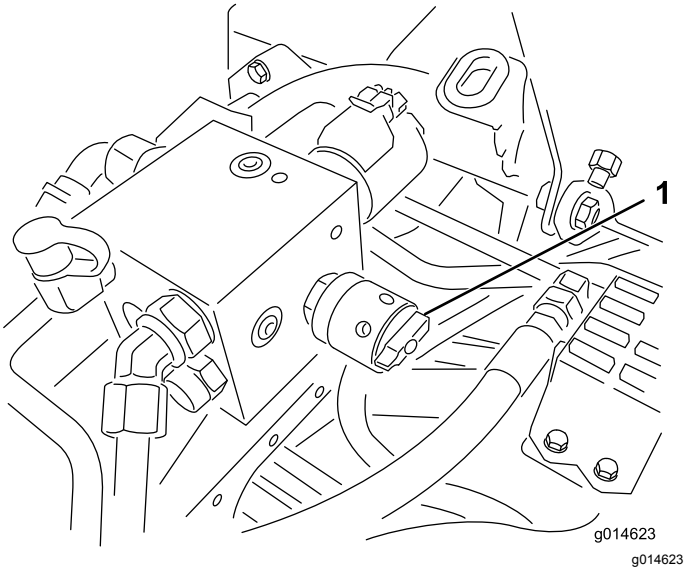

Rysunek 48
4. W celu ustawienie prędkości wirników obróć pokrętło (Rysunek 48) do momentu, aż strzałki wskaźnika wraz z liczbą oznaczającą żądane ustawienie znajdą się w jednej linii.